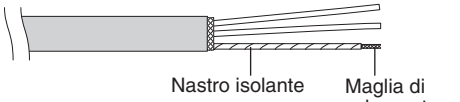

Fig. 4-10
(2) Rimuovere con cautela la maglia di schermatura e attorcigliare saldamente i fili dei conduttori schermati. Isolare i conduttori schermati con un tubo isolante o del nastro isolante (Fig. 4-10).